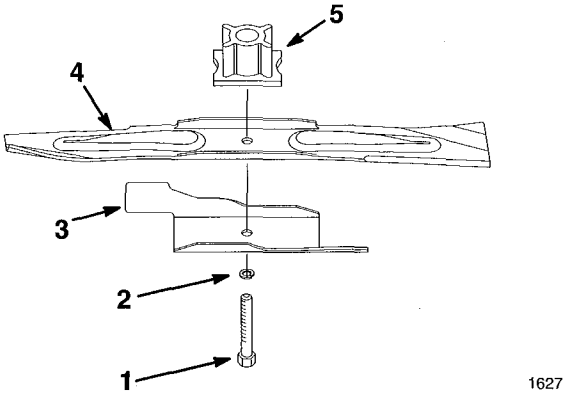

Figure 25
5. REMOVING BLADE—Grasp end of blade using a rag or thickly padded glove. Remove blade bolt, lockwasher, blade accelerator, blade and retainer (Fig. 25).